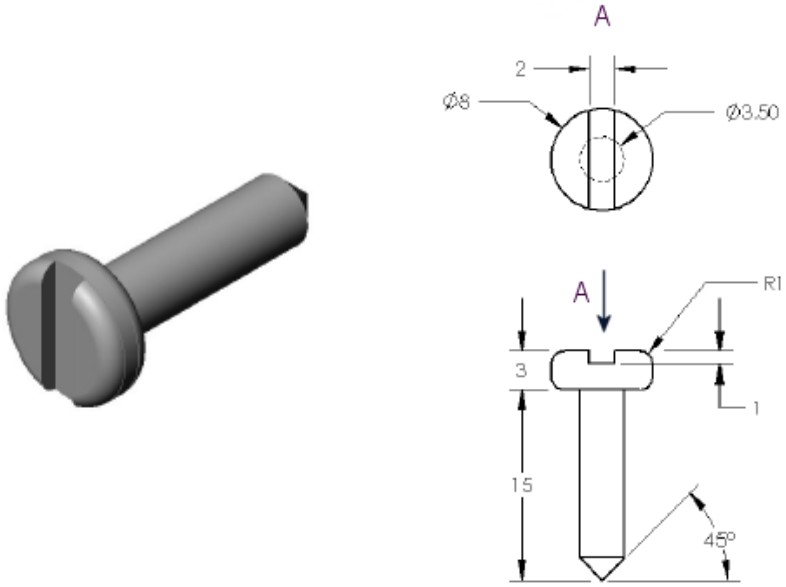

Fig. 12 – Componente *fastener*.
6) Modele no *SolidWORKS* o componente *fastener* representado na *Fig. 12*.